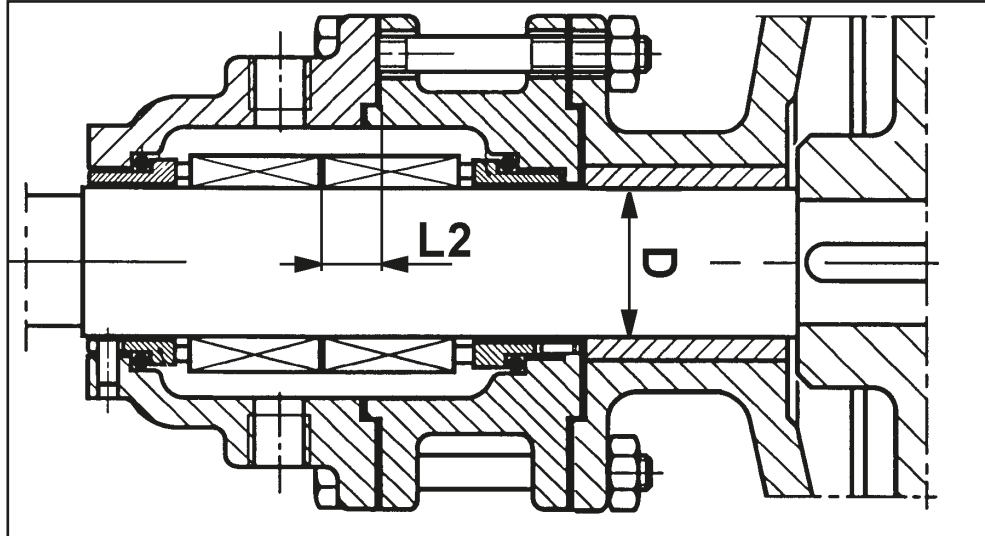

Abb. 26
- ☐ Die Baugruppe Flansch-Halterung (09) einsetzen.
- ☐ Die Dichtungshalterung (77) mit eingesetztem festen Teil der Dichtung (66.1) einsetzen.
Anm.: Die Tabelle gibt den Durchmesser D der Welle und den Abstand L2 zwischen der Dichtung (66.1) und Dichtungshalterung (77) an, wenn die Baugruppe Flansch-Halterung (09) nicht blockiert ist, sondern auf der Rückseite des Rotors aufliegt (Abb. 26).
- ☐ Die Dichtungshalterung (81) mit zuvor montiertem festen Teil der Dichtung (66.2) einsetzen.
- ☐ Die äußere Einstellmutter (14) montieren und die Dichtungshalterung blockieren.